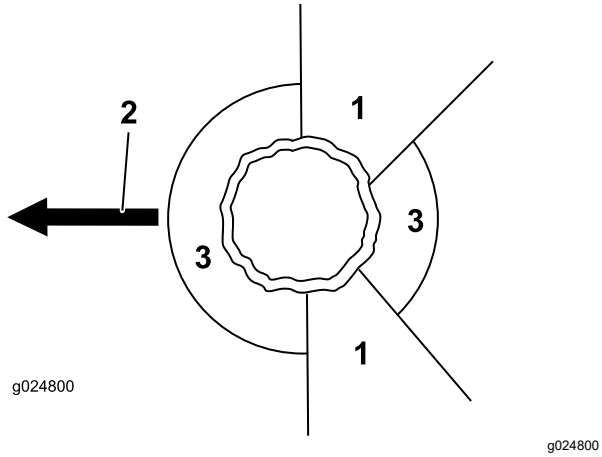

**Rysunek 15**
2. Określ niezablokowaną, bezpieczną drogę ucieczki z obszaru zagrożenia, patrz Rysunek 15.